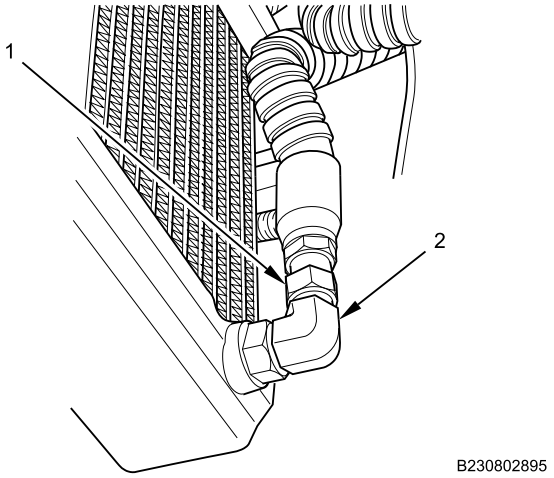

Figure 14. Transfer Case Oil Cooler Feed Hose.
15. Install transfer case oil cooler feed hose (Figure 14, Item 1) on transfer case oil cooler angle lower fitting (Figure 14, Item 2). Tighten transfer case oil cooler feed hose securely.